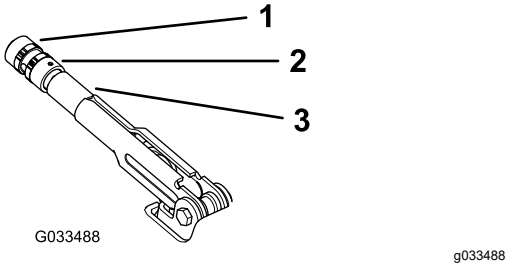

**Figura 59**
2. Afloje el tornillo de fijación que sujeta el pomo a la palanca del freno de estacionamiento (Figura 59).
3. Gire el pomo (Figura 59) hasta que se requiera una fuerza de 20–22 kg (45 – 50 libras) para accionar la palanca.
4. Apriete el tornillo de fijación cuando termine (Figura 59).